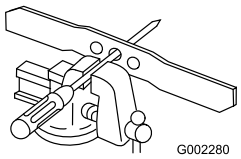

Bild 34
1. Prüfen Sie die Auswuchtung des Messers, indem Sie das mittlere Loch im Messer über einen Nagel oder einen Schraubenzieherschaft hängen, den Sie horizontal in einen Schraubstock einklemmen (Bild 34).